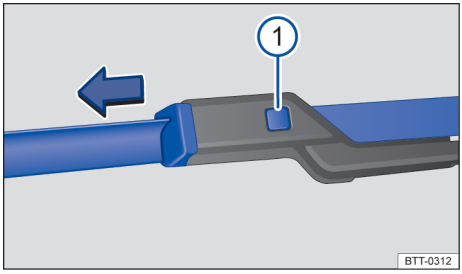

Fig. 159 Substituir as palhetas dos limpadores do para-brisa.
– Manter o botão de destravamento → Fig. 159 ① pressionado e, ao mesmo tempo, retirar a palheta do limpador do para-brisa no sentido da seta.